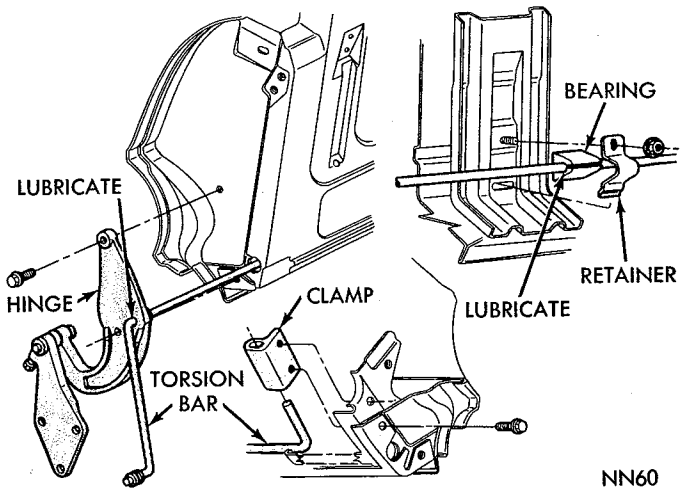

**Fig. 187—Tail Gate Torsion Bar**
(1) Remove tail gate assembly and place on a cover, to protect paint surface.
(2) Remove trim panel from tail gate.
(3) Remove screws attaching torsion bar clamp to tail gate pillar (Fig. 187) and remove clamp.
(4) Remove torsion bar bearing retainer and bearing.
(5) Remove screws attaching torsion bar and hinge to tail gate.
(6) Remove torsion bar from hinge.
(1) Lubricate torsion bar at right hinge area and at torsion bar bearing area.
(2) Install hinge on torsion bar and insert torsion bar into tail gate.
(3) Position hinge to tail gate and install mounting screws. Tighten screws 30 foot-pounds.
(4) Install bearing and bearing retainer on torsion bar (Fig. 187). Tighten retainer nut 95 inch-pounds.
(5) Position clamp over end of torsion bar and from outside end of tail gate install attaching screws. Tighten to 200 inch-pounds.
(6) Install tail gate trim panel and tail gate assembly.